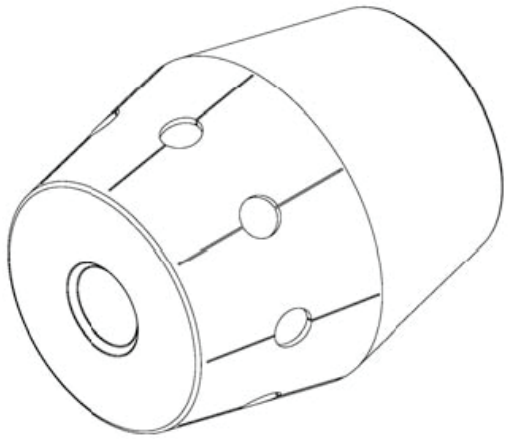
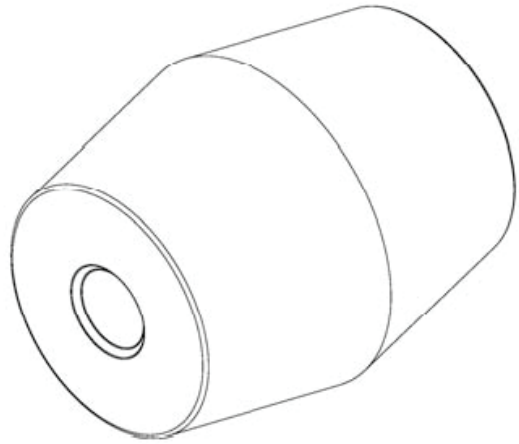

Figure 36. Energy Absorbing Cartridge – Type A
Figure 37. Energy Absorbing Cartridge – Type B
There are two types of Energy Absorbing Cartridges (EAC). Each EAC has a forward and rearward end. Type "A" EAC's (Figure 36) has eight 75mm diameter holes around the circumference of the front half of the cylinder. Type "B" EAC's (Figure 37) have a solid cylinder wall with three (3) vent holes on the rearward end.